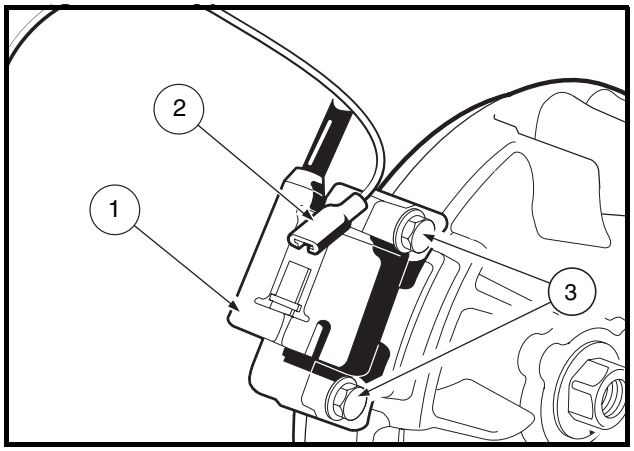

Figure 13-9 Ignition Coil
2. Disconnect the ignition coil (1) from its primary lead wire at the connector (2). Remove the two bolts (3) and take out the ignition coil **(Figure 13-9, Page 13-7)**.